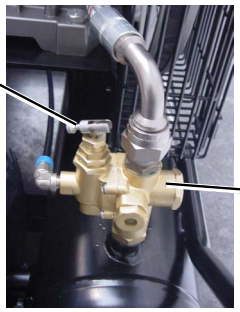

fig.4
B) Cuando el conmutador está en posición vertical, se hace salir todo el aire del compresor a través del silenciador de vaciado (fig. 4). Este sistema ofrece una simple función de arranque. Para el funcionamiento normal, el conmutador se encuentra a 90°.